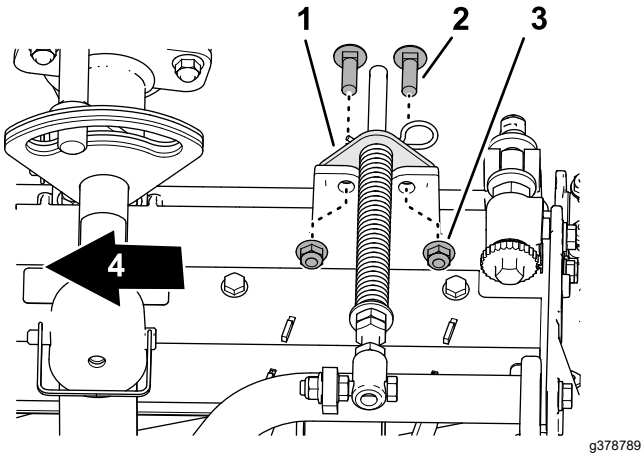

Figur 21
5. Ret hullerne i græskompensatorbeslaget ind efter hullerne i klippeenhedens ramme (Figur 21).